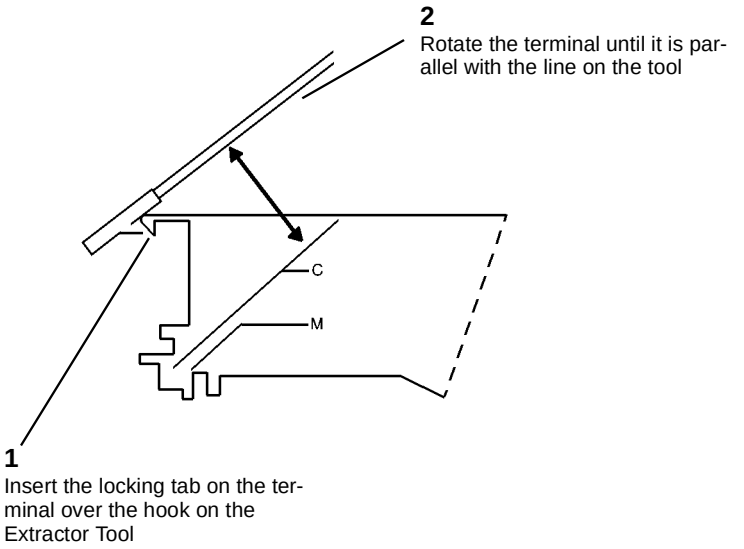

**Figure 4 Removing the Locking Tab**
4. ( Figure 4): Reform the Terminal Locking Tab.